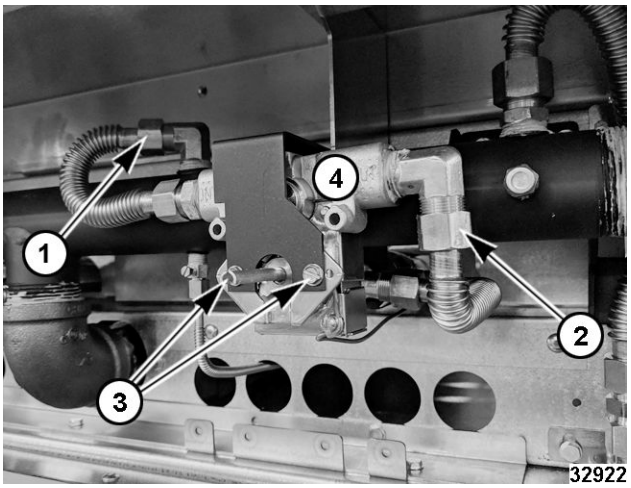

**Fig. 100**
6. Loosen inlet (1, Fig. 100) and outlet (2, Fig. 100) compression nuts.
7. Remove mounting screw (3, Fig. 100).
8. Remove thermostat body and capillary tube assembly (4, Fig. 100).